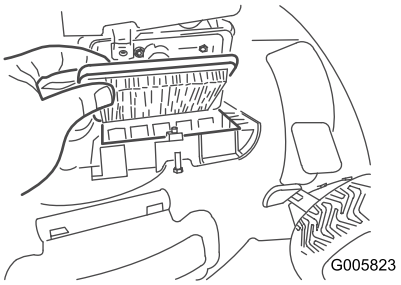

Figur 17
2. Udskift luftfilteret (Figur 17).